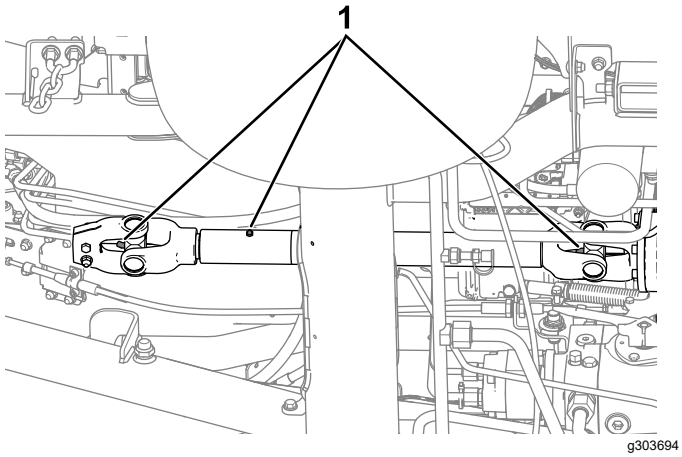

**Figura 48**
- Albero di trasmissione PDF (Figura 48)